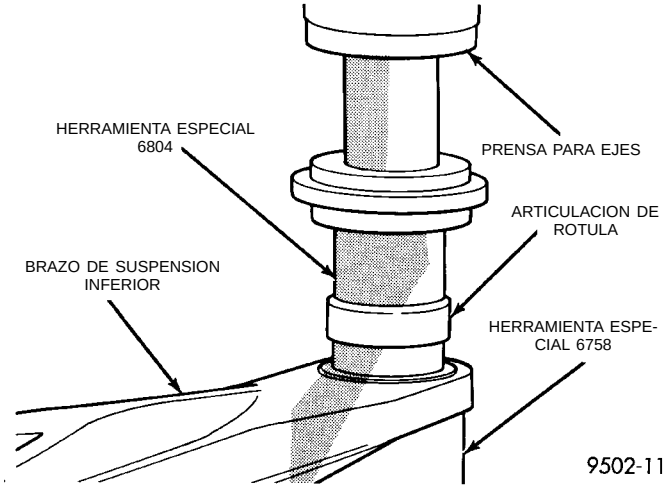

Fig. 69 Instalación de la articulación de rótula en el brazo de suspensión inferior
(1) Emplace manualmente el conjunto de la articulación de rótula en el hueco para la articulación de rótula del brazo de suspensión inferior. Asegúrese de que el conjunto de la articulación de rótula no quede desalineado en el hueco del brazo de suspensión, puesto que causaría el atascamiento del conjunto de la articulación de rótula al embutirlo en el brazo de suspensión inferior.
(2) Coloque el conjunto en una prensa para ejes, con el brazo de suspensión inferior apoyado sobre la Cubeta receptora, Herramienta especial 6758 (Fig. 69). Coloque luego el Extractor/Instalador, Herramienta especial 6804 en la parte inferior del conjunto de la articulación de rótula (Fig. 69).
(3) Alinee cuidadosamente todas las piezas. Con la prensa para ejes, aplique presión contra el conjunto de la articulación de rótula (Fig. 69), hasta que la articulación asiente completamente contra la superficie inferior del brazo de suspensión inferior. No aplique presión excesiva contra la articulación de rótula y el brazo de suspensión inferior.
(4) Instale una cubierta sellante **NUEVA** en la articulación de rótula, hasta donde sea posible.